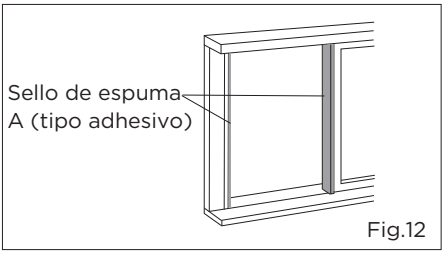

Fig.12
1. Cortar los sellos de espuma (tipo adhesivo) a las longitudes adecuadas e instalarlos al marco de la ventana. Ver (Fig.12).